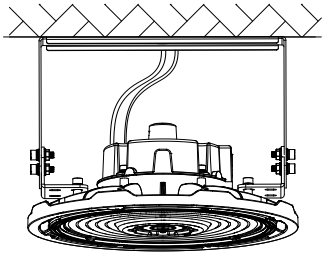

Figure 12
5. After attaching the fixture to the ceiling, connect the wires of the fixture to the mains in accordance with local wiring rules and regulations. (Figure 12)